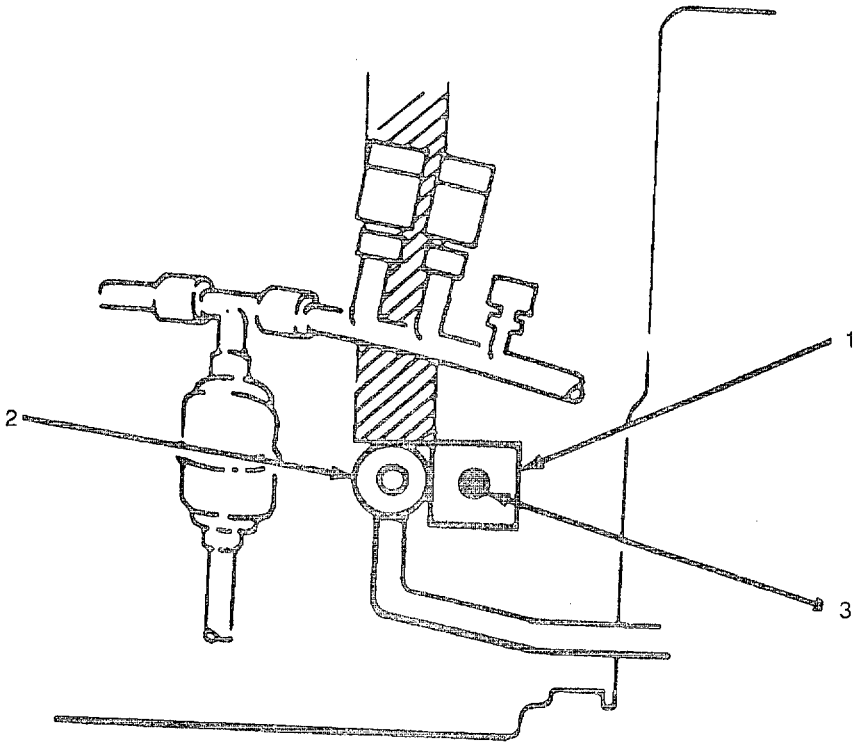

Figure 5-9. Reversing Valve
(1) Disconnect the solenoid (1, Figure 5-9) from the reversing valve (2) by removing the two screws (3) holding the solenoid.
(2) Discharge the refrigerant system. See para 5-5.
(1) Place the reversing valve (2, Figure 5-9) into the unit.
(2) Wrap wet rags around reversing valve (2) at connection points.